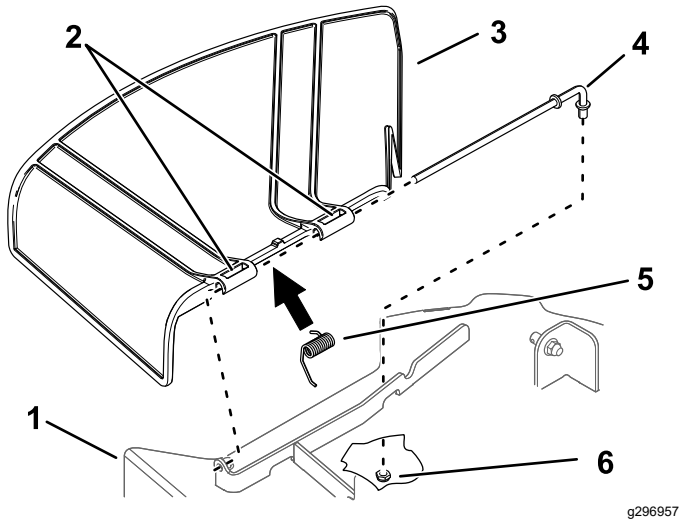

Figure 75
1. Remove the nut (3/8 inch) from the rod under the mower (Figure 75).
2. Slide the rod out of the short stand-off, spring, and grass deflector (Figure 75).
4. Replace the grass deflector (Figure 75).
7. Slide the rod through the second grass-deflector bracket (Figure 75).
9. Secure the rear end of the rod into the mower with a nut (3/8 inch) as shown in Figure 75.